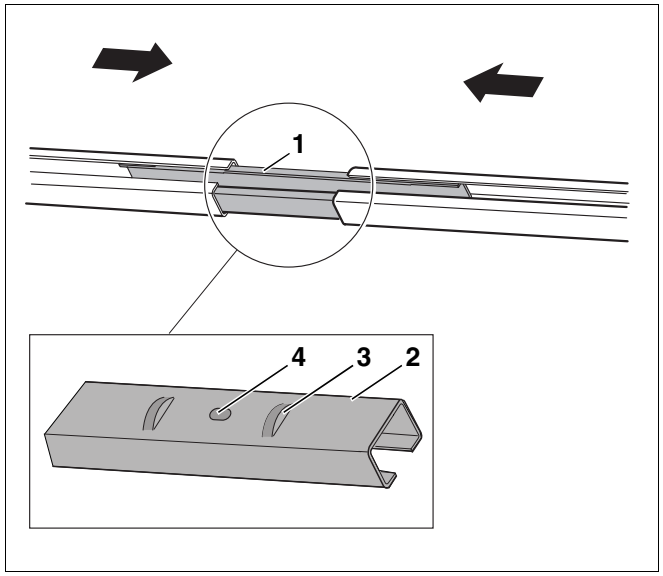

Afb. 16 Profielrails verbinden
Wanneer u meerdere collectoren (ten minste twee) wil monteren, moet u de afzonderlijke profielrails (bovenaan en onderaan) met verbindingen (afb. 16, **pos. 1** en **2**) aan elkaar koppelen.
- Schuif de verbinding (afb. 16, **pos. 1**), tot aan de aanslag (afb. 16, **pos. 3**) in de profielrails.
Om te controleren of de brug voor de collectorhouder in het midden gemonteerd is, kan u gebruik maken van de boring (afb. 16, **pos. 4**, pagina 19) in de stekkerverbinding.